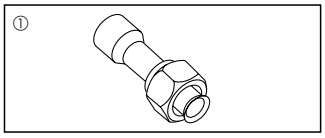

Fig. 1-1
1.6. Zubehör für die Außenanlage (Fig. 1-1)